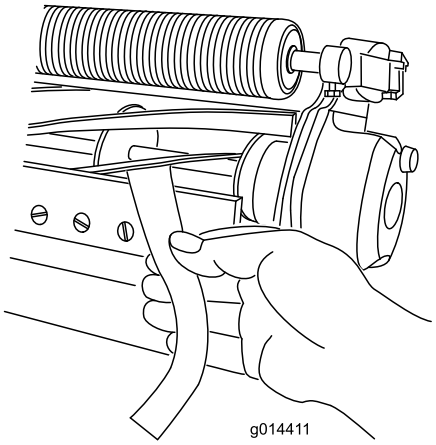

Figura 5
3. A una estremità del cilindro, inserite una lunga striscia di carta da giornale tra il cilindro e la controlama (Figura 5). Mentre ruotate leggermente in avanti il cilindro, ruotate la vite di regolazione della barra di appoggio in senso orario (sullo stesso lato del cilindro, uno scatto per volta) finché la carta non viene leggermente compressa, se inserita dalla parte anteriore, parallelamente alla controlama. Dovreste notare una leggera resistenza mentre tirate la carta.
5. Una volta terminata la regolazione, verificate che il cilindro comprima la carta, quando viene inserita dalla parte anteriore, e che tagli la carta, quando viene inserita ad angolo retto rispetto alla controlama (Figura 5).